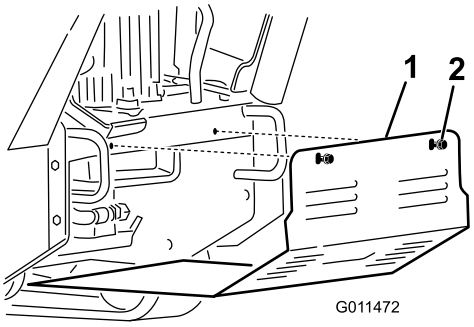

**Figuur 26**
2. Draai de twee bouten waarmee het onderste scherm bevestigd is één voor één los tot u het scherm kunt wegnemen (Figuur 26).
2. Schuif het onderste scherm zodanig in de machine dat het op de 4 lippen steunt (Figuur 26).